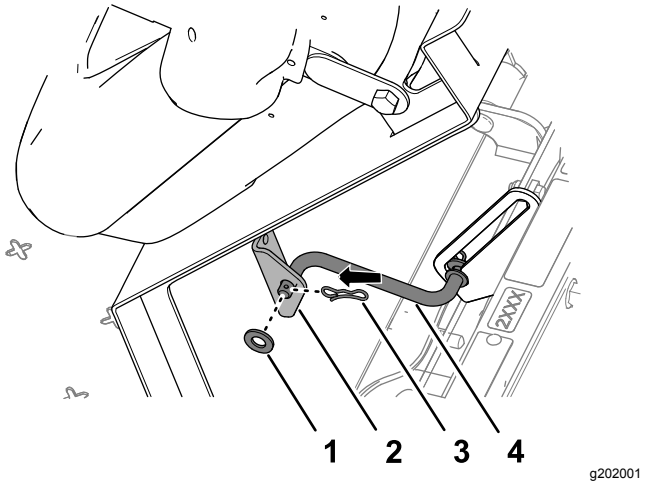

Figuur 222
5. Monteer de steunstang op de stoelbeugel; gebruik hierbij de ring en de borgpen (Figuur 222).